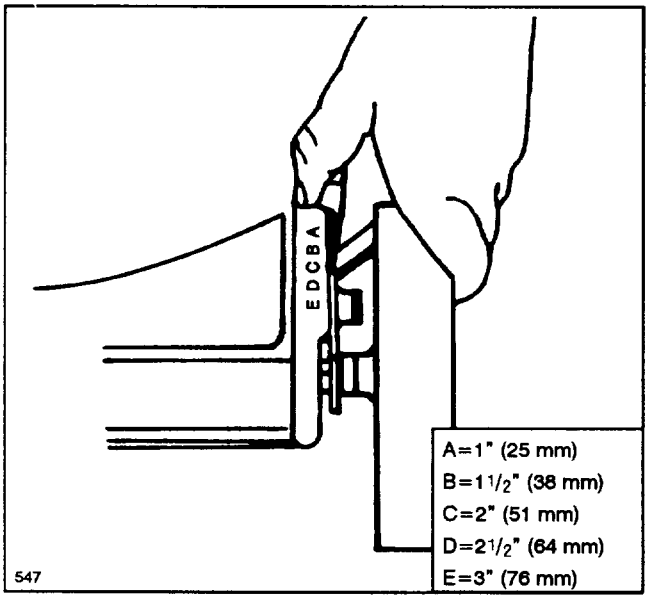

Figure 10
Five letters cast into the housing represent the height–of–cut settings (Fig. 10).
2. For easier adjustment, lift housing up so wheel is off ground. **Do not put fingers under housing when lifting.** Squeeze adjusting lever toward wheel and move to desired setting (Fig. 10). Ensure pin on adjusting lever engages notch in housing. Adjust all wheels to the same setting.